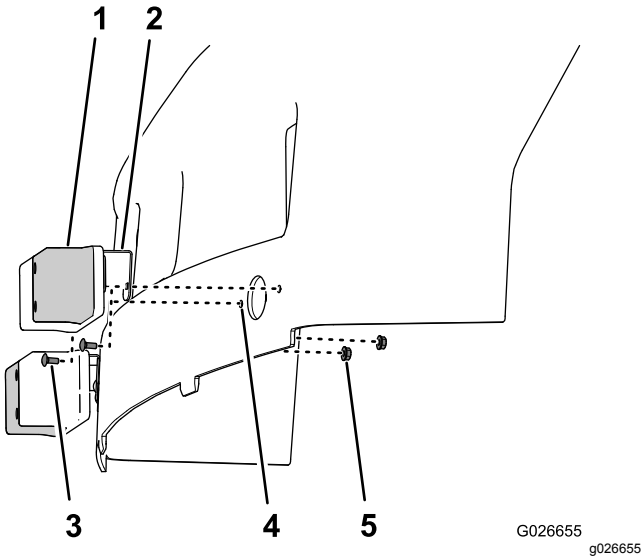

Figur 6
4. Ret hullerne i beslaget og lygten ind efter hullet i motorhjelmen (Figur 6).
5. Fastgør beslaget og lygten til motorhjelmen med bræddebolten (nr. 10 x ½") og flangelåsemøtrikkerne (nr. 10) som vist i Figur 6.